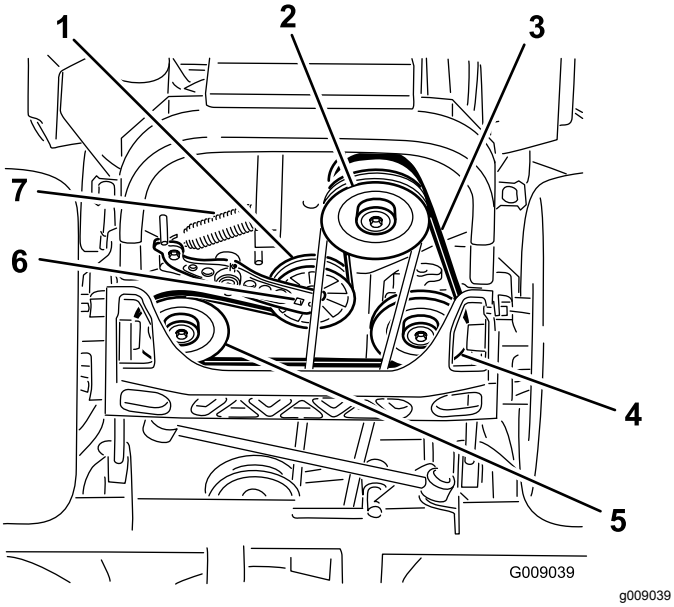

**Figur 86**
4. Höj upp maskinen och stötta upp den med domkrafter (Figur 86).
5. Använd en spärrhake i det fyrkantiga hålet i mellandrevsarmen för att ta bort mellanremskivfjädern (Figur 86).
6. Kroka av mellanremskivfjädern från ramen (Figur 86).
9. Använd en spärrhake i det fyrkantiga hålet i mellandrevsarmen för att montera mellanremskivfjädern på ramen (Figur 86).